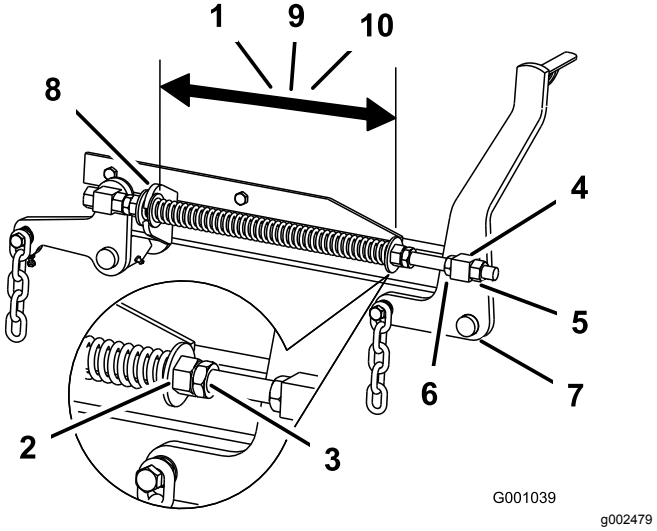

Figur 86
2. Kontrollera avståndet mellan de två stora brickorna. Det ska vara 28,2 cm för klippdäck på 132 cm, 26,7 cm för klippdäck på 152 cm och 29,2 cm för klippdäck på 183 cm (Figur 86).
3. Justera det här avståndet genom att lossa fjäderkontramuttern och vrida muttern framför respektive fjäder (Figur 86).
4. Lås muttern på plats genom att dra åt fjäderkontramuttern (Figur 86).